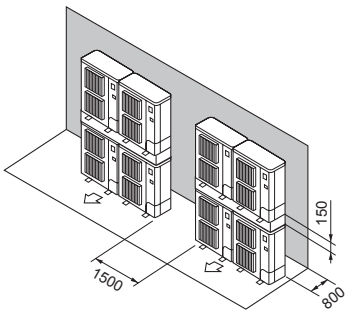

Fig. 2-19
(7) Disposition pour appareils empilés (Fig. 2-19)